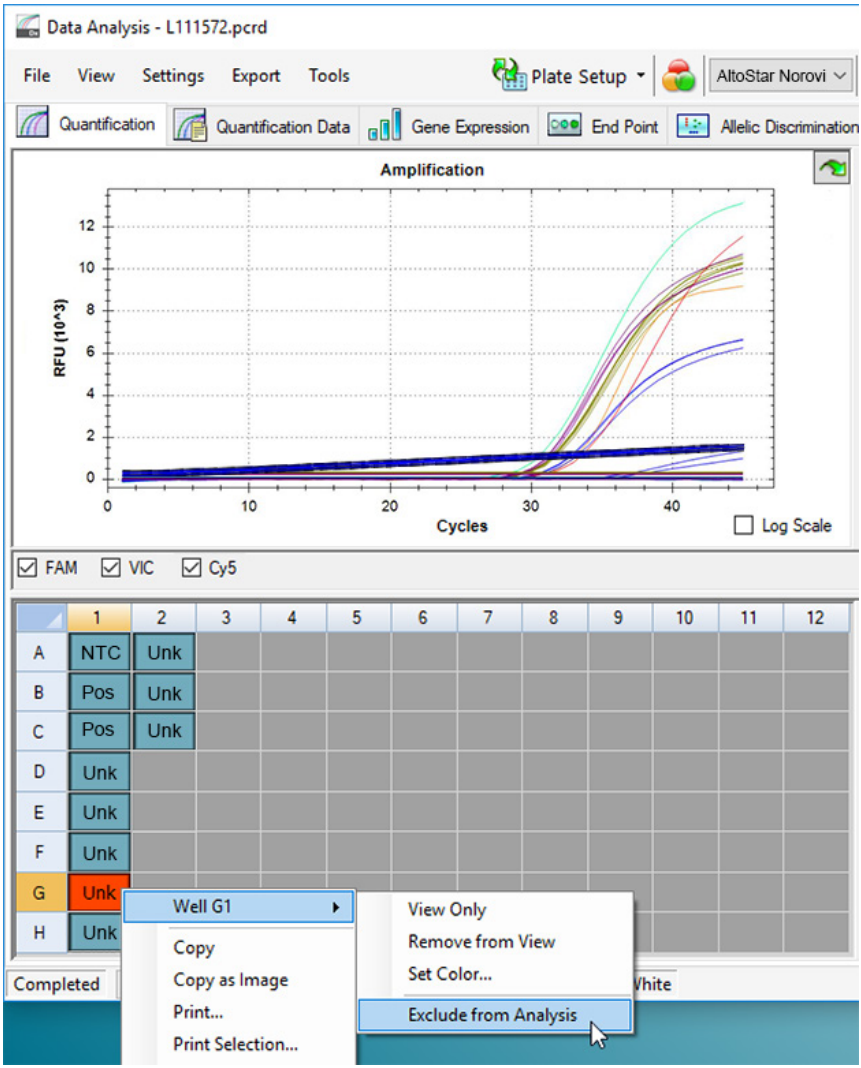

Figura 7: Finestra Data Analysis (Analisi dei dati): esclusione del pozzetto dall'analisi
3. Fare clic su ogni pozzetto interessato con il pulsante destro del mouse e selezionare **Well**... (Pozzetto...) → **Exclude from Analysis** (Escludi dall'analisi) (vedere figura 7).